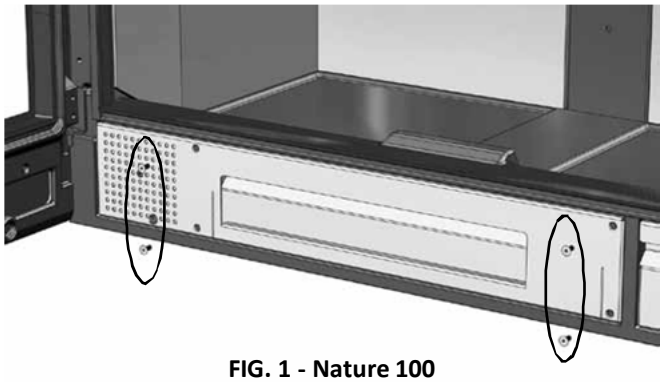

FIG. 1 - Nature 100
1. Retirar os quatro parafusos que sujeitam a parte frontal da bandeja suporte do ventilador (Fig. 1). **Para os modelos Nature 70 / 80 são dois parafusos em lugar de quatro.**